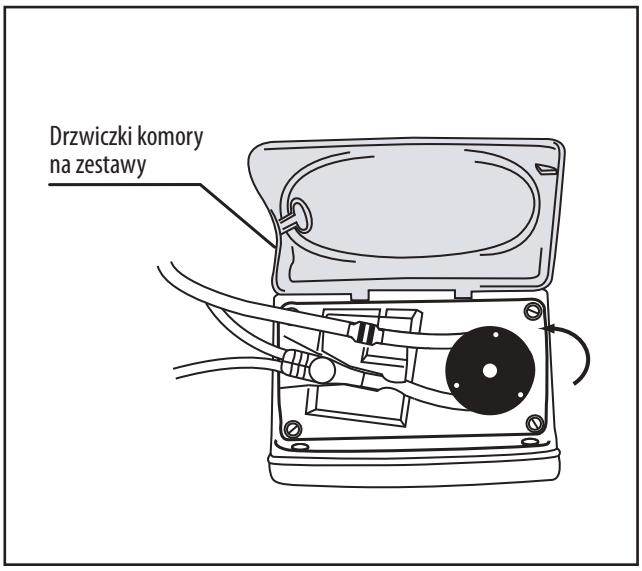

Rysunek 6B.
3. Chwycić końcówkę ustalacza MISTIC (czarny pierścień ustalający) i nawinąć przewód wokół wirnika w kierunku przeciwnym do ruchu wskazówek zegara. **Nie należy nadmiernie naprężać silikonowych przewodów. (Rysunek 6B)**
4. Ostrożnie pociągnąć koniec ustalacza MISTIC w lewoi do góry, aż znajdzie się nad gniazdem po lewej stronie, a następnie włożyć ją do tego gniazda. Docisnąć, a następnie zwolnić ustalacz, co zapewni prawidłowe połączenie. (Rysunek 6B)